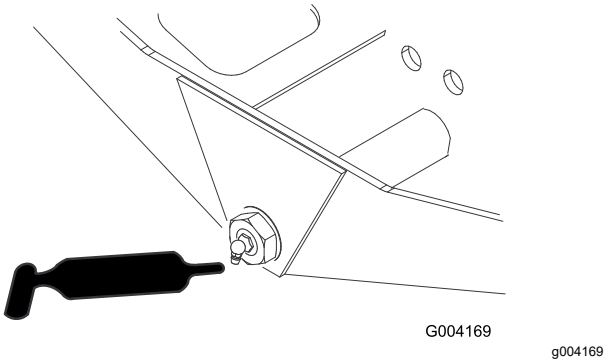

Figur 109
- Akselstyretap (1) (Figur 109)